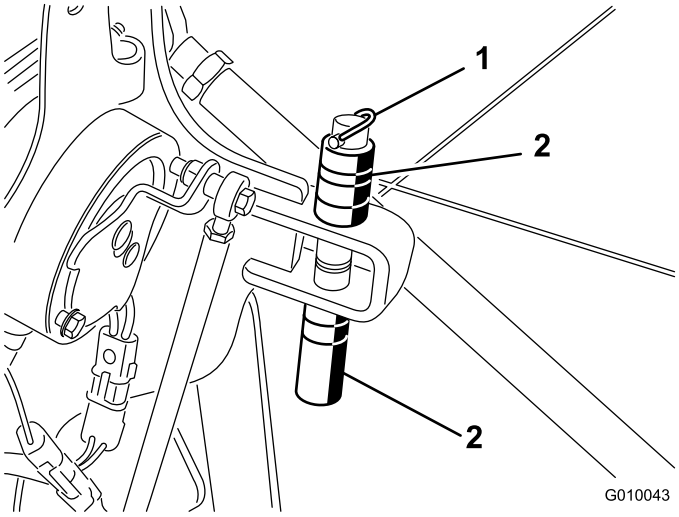

Figur 28
1. Ta bort hjulsprinten som fäster distanserna och djuppinnarna (Figur 28).